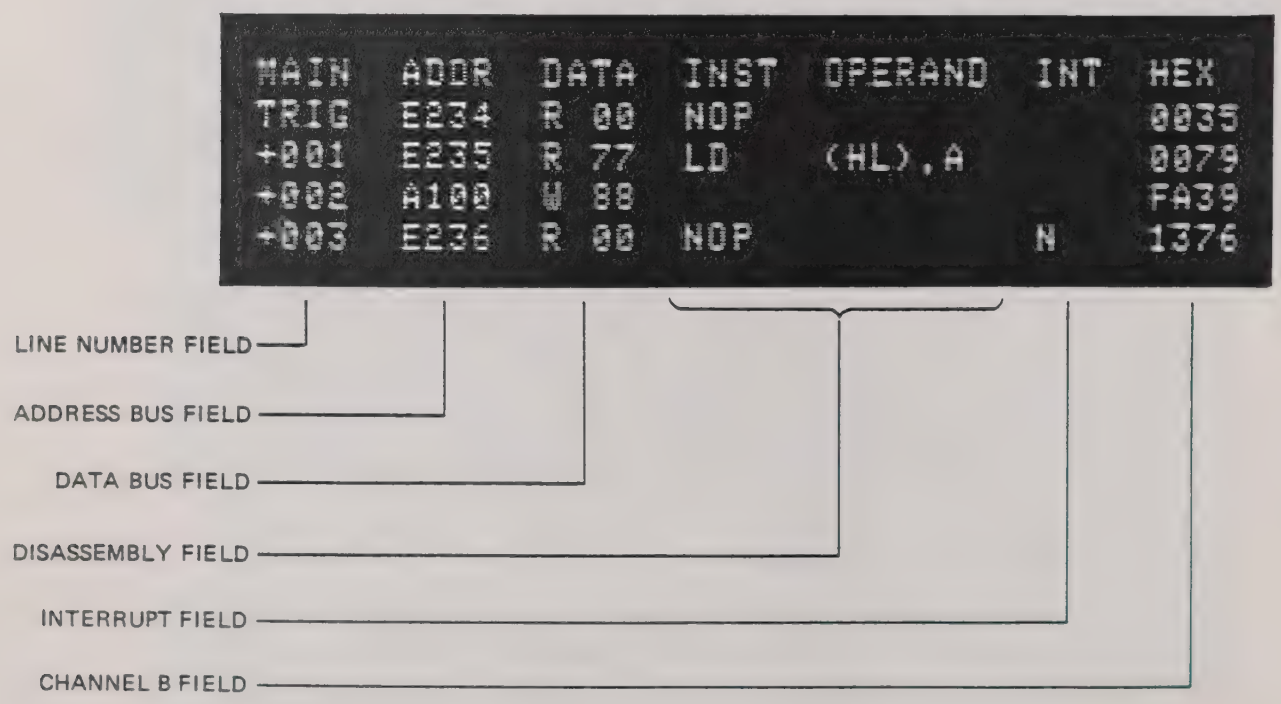

Figure 9.16 - Z80 Mnemonics Mode Display
9.9.3.1 Refer to Figure 9.16 which shows a typical mnemonics mode display. Each display segment is identified in the figure and described in subsequent subsections.